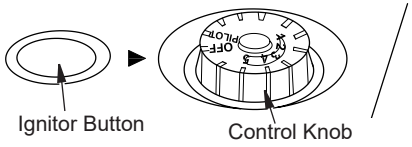

Figure 18 - Control Knob in the OFF Position
4. Wait five (5) minutes to clear out any air. Then smell for gas, including near the floor. If you smell gas, STOP! Follow "B" in the safety information, page 16. If you do not smell gas, go to the next step.
5. Turn control knob counterclockwise to the PILOT position. Press in control knob for five (5) seconds (see Figure 18). *Note: The first time that the heater is operated after connecting the gas supply,the control knob should be pressed for about thirty (30) seconds. This will allow air to bleed from the gas system. If pilot does not stay lit, refer to Troubleshooting, pages 20 through 22. Also contact a qualified service technician or gas supplier for repairs. Until repairs are made, light pilot with match.*